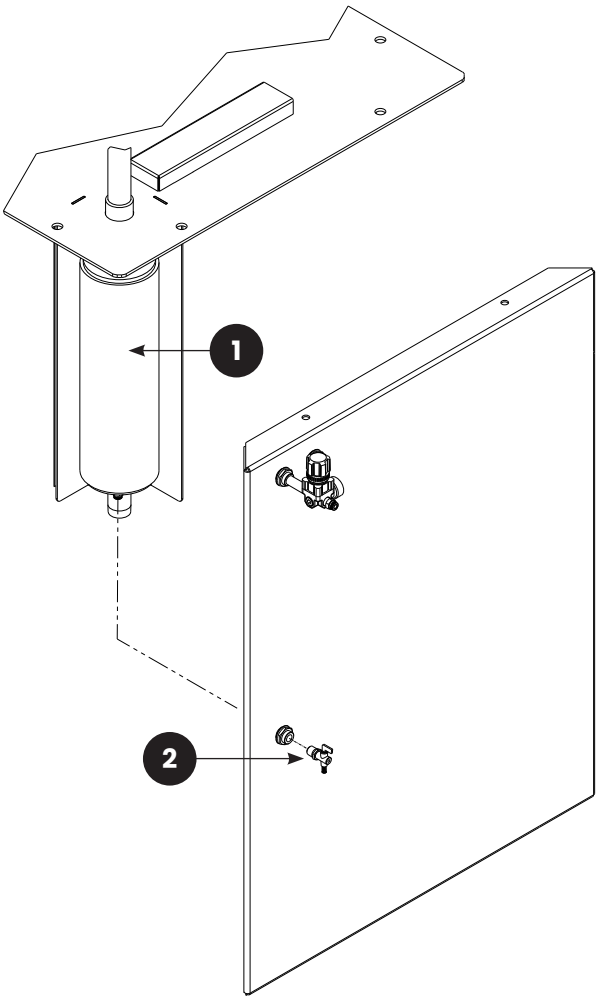

FIGURE 9: (1) Pulse Reservoir; (2) Drain Valve
3.4.4 | Drain the pulse reservoir. The drain valve is mounted at the bottom of the reservoir, as shown in **Figure 9**. Drain whenever the air supply to the pulse regulator is turned off.